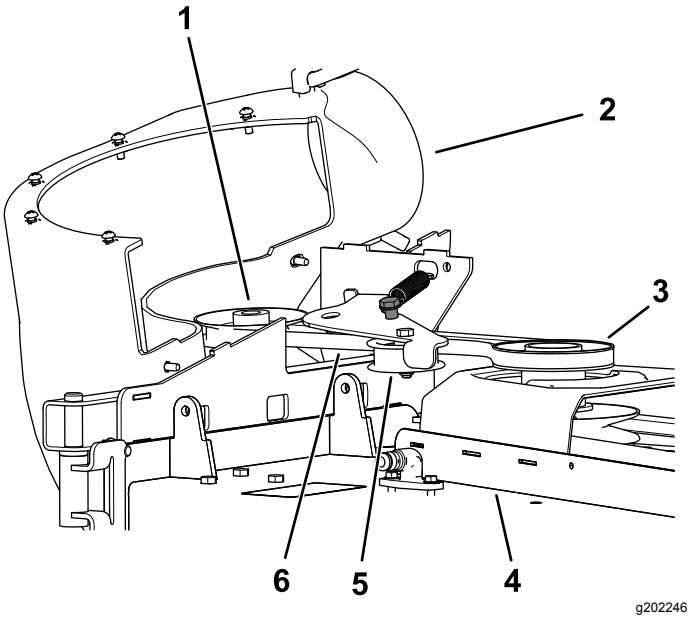

Figuur 35
2. Trek aan de veerbelaste spanpoelie om de riemspanning te verminderen (Figuur 35).
6. Leg de nieuwe riem rond de poelies van de blazer (Figuur 35).
8. Leg de nieuwe riem rond de poelie van het maaidek (Figuur 35).
9. Trek de veerbelaste spanpoelie terug en plaats de riem op de veerbelaste spanpoelie (Figuur 35).